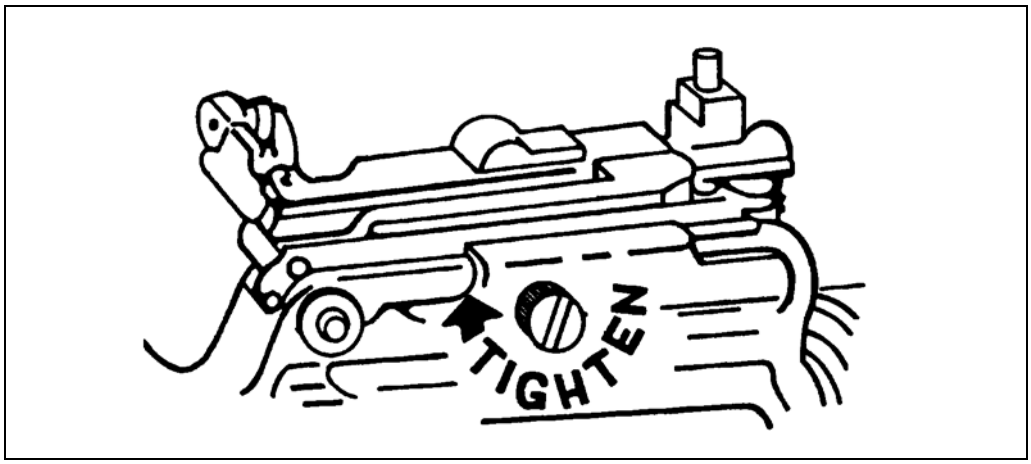

Figure 3-25. Installing the quadrant sight assembly.
d. Install the quadrant sight assembly (Figure 3-25).